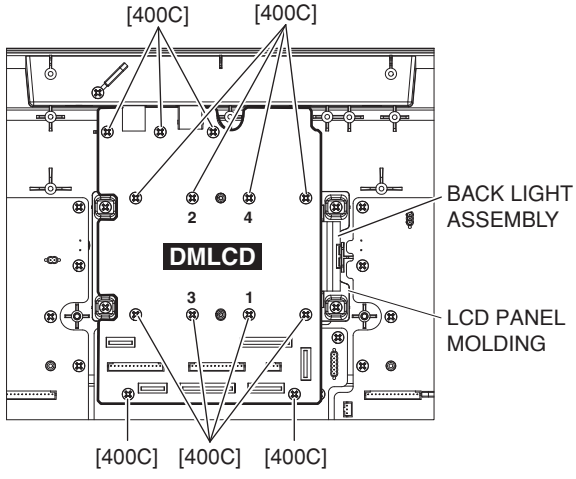

Fig. 3
4-3. Remove the thirteen (13) screws marked [400C]. The DMLCD circuit board can then be removed. (Fig. 3)
* ***When installing the DMLCD circuit board, first tighten the screws in the order of 1 through 4 and then the remaining screws. (Fig. 3)***